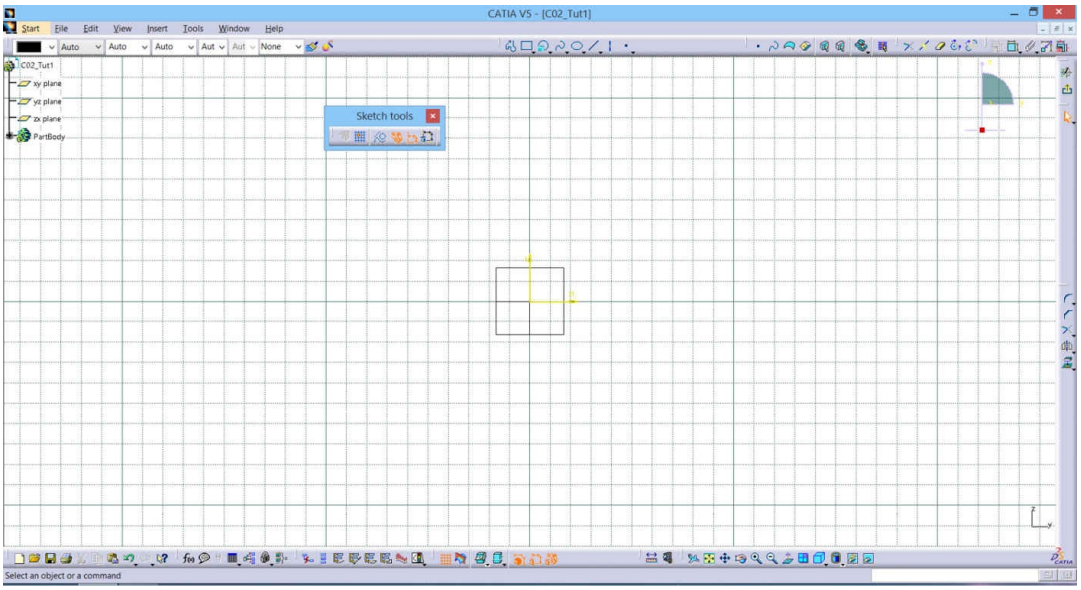

Figure 2-44 *The* ***Sketcher*** *workbench screen*
6. Choose the **Sketch** tool from the **Sketcher** toolbar and then select the yz plane from the Specification tree as the sketching plane; the **Sketcher** workbench screen is displayed, as shown in Figure 2-44.